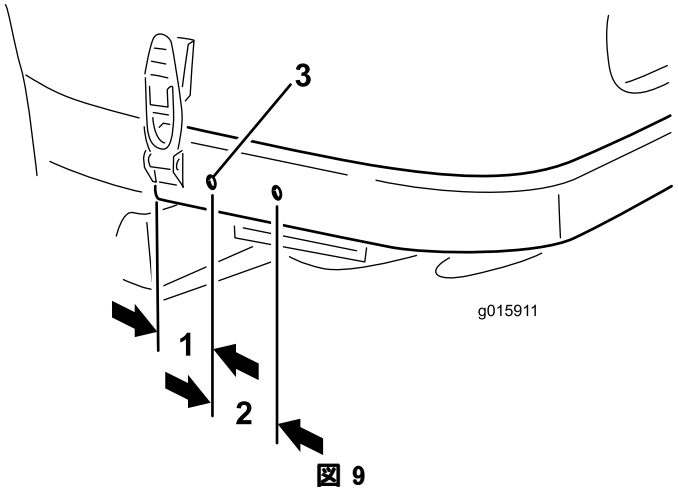

図 9
2. 図 9 に示された通りの寸法で、後フレームの左右両側それぞれに、直径 9 mm の穴を 2 ヶ所あける。穴どうしが上下にずれないように注意すること。